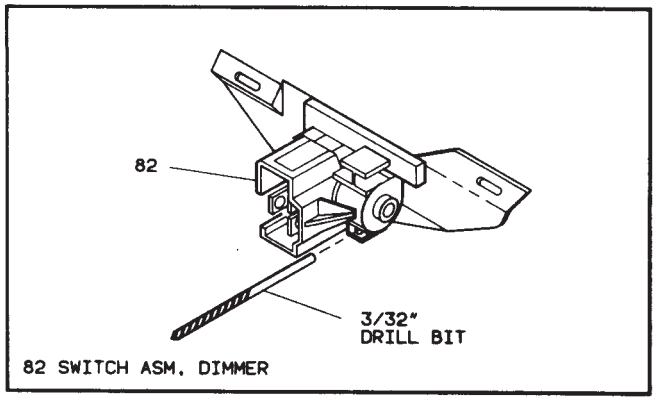

Figure 23 – Adjusting Dimmer Switch
- Dimmer switch (82). (See figure 23)
B) Position switch on column and push against dimmer switch rod (77) to remove all lash.
- Dimmer switch (82). (See Figure 23)